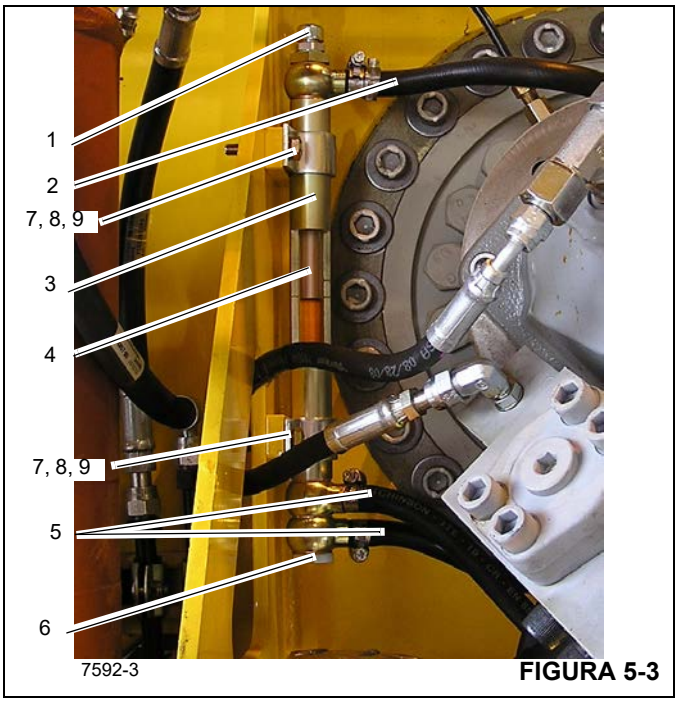

FIGURA 5-3
- **a.** Coloque un recipiente debajo del tubo (3) (Figura 5-3).
- **b.** Desenrosque las tuercas (1) y (6) (Figura 5-3) y deje que se vacíe el aceite.
- **c.** Si se desea quitar el tubo de aceite, quite los pernos (7), arandelas planas (8) y tuercas (9) (Figura 5-3) y quite el tubo de aceite de la superestructura.
11. Si se quitó el tubo de aceite (3) (Figura 5-3), instálelo y asegúrelo con las tuercas (9), arandelas planas (8) y pernos (7). Asegúrese de que la marca de llenado máximo en el tubo de nivel de aceite esté situada en el centro del malacate.
12. Llene el aceite a través del tubo de aceite (3) (Figura 5-3) hasta la marca de llenado máximo (4). Consulte *Lubricación, página 9-1*. Reemplace las empaquetaduras y asegure las mangueras (2) con el perno (1) (Figura 5-3).
1. Coloque un recipiente debajo del tubo (3) (Figura 5-3).
2. Desenrosque las tuercas (1) y (6) (Figura 5-3) y deje que se vacíe el aceite.
1. Instale la tuerca de vaciado de la mirilla inferior (6) (Figura 5-3).
2. Llene el aceite a través del tubo de aceite (3) (Figura 5-3) hasta la marca de llenado máximo (4). Consulte *Lubricación, página 9-1*.
3. Instale la tuerca de llenado (1).